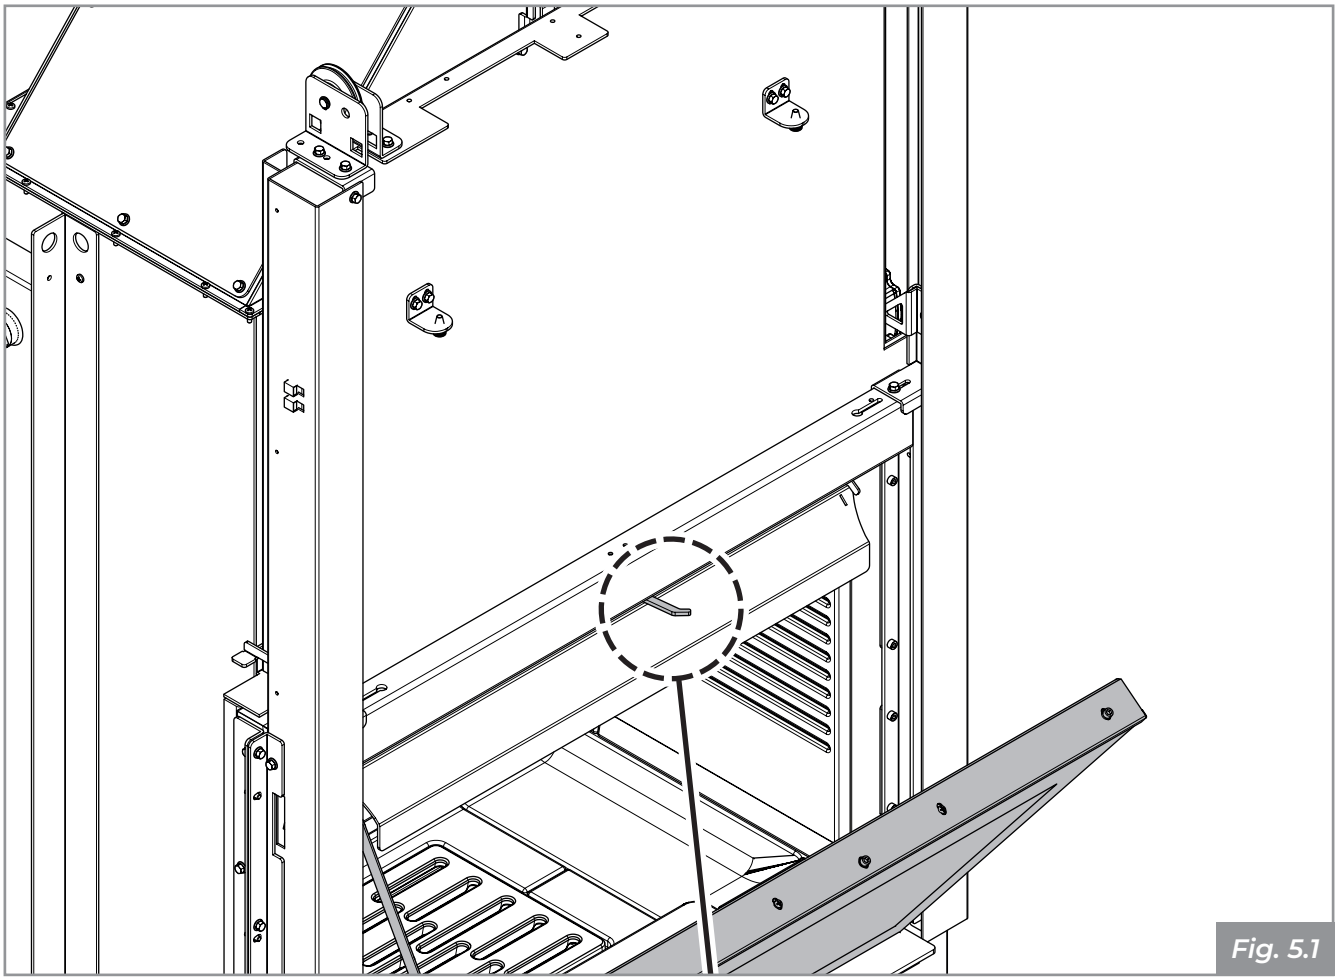

Fig. 5.1
1. Aprire la porta a Vasistas tirando verso l'esterno la o le maniglie per sganciare il perno di chiusura posto sul lato superiore del vetro; una volta sganciato il blocco aprire la portina accompagnandola verso il basso con la mano per evitare urti **(Fig. 5.1)**.
La pulizia del vetro si effettua con un panno umido o con della carta inumidita e passata nella cenere. Per effettuare la pulizia del vetro è necessario aprire la porta a Vasistas tirando verso l'esterno la o le maniglie per sganciare il perno di chiusura posto sul lato superiore del vetro; una volta sganciato il blocco aprire la portina accompagnandola verso il basso con la mano per evitare urti **(Fig. 5.1)**.